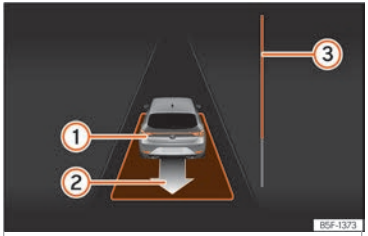

Abb. 201 Am Bildschirm des Kombi-Instruments: parallel zur Fahrbahn ausparken. »
- Fahren Sie rückwärts, bis das Dauertonsignal des ParkPilot ertönt; **ODER:** fahren Sie zurück, bis am Bildschirm des Kombi-Instruments die Anzeige zur Vorwärtsfahrt erscheint. Die Fortschrittsanzeige ››› Abb. 201 ③ zeigt den zurückzulegenden Abstand an ››› Seite 303.